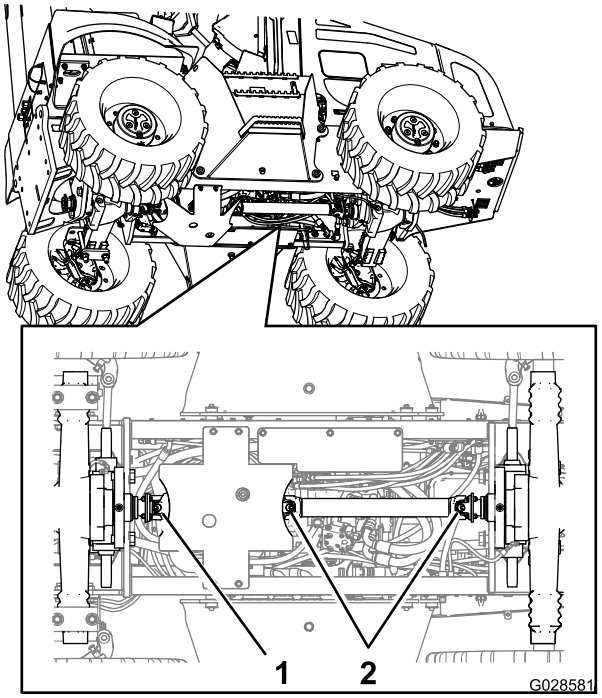

Figura 57
2. Collegate l'ingrassatore a pressione sul raccordo di ingrassaggio per il giunto scorrevole all'estremità anteriore dell'albero di trasmissione e applicate 2 o 3 pompaggi di grasso al raccordo (Figura 57).
3. Collegate l'ingrassatore a pressione sul raccordo di ingrassaggio per il giunto universale all'estremità anteriore dell'albero di trasmissione e applicate 2 o 3 pompaggi di grasso al raccordo (Figura 57).
4. Collegate l'ingrassatore a pressione sul raccordo di ingrassaggio per il giunto universale all'estremità posteriore dell'albero di trasmissione e applicate 2 o 3 pompaggi di grasso al raccordo (Figura 57).